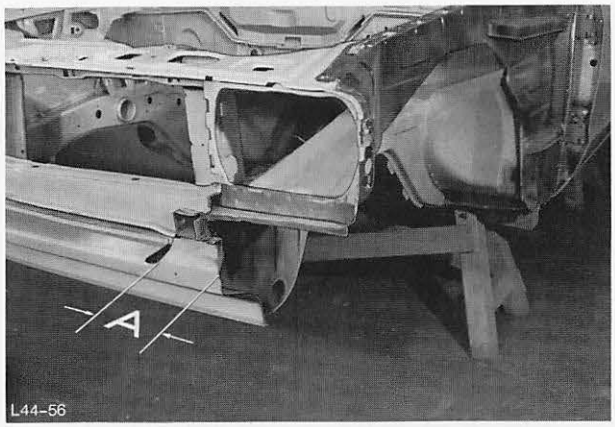

Abb. 51 Einbaumaß für das Neuteil ermitteln
14. Kühlergitterblech mit Schürze einpunkten, Abb. 51.
7. Maß „A“ am ausgetrennten Teil am Fahrzeug ermitteln, Abb. 51.